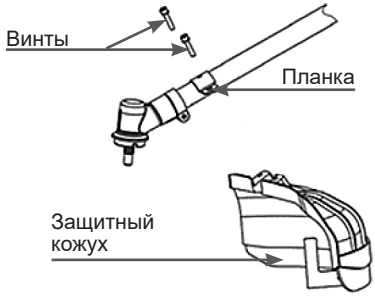

Рис. 3 Установка защитного кожуха
3. Установите на нижнюю штангу защитный кожух и зафиксируйте его двумя винтами как показано на Рис. 3.